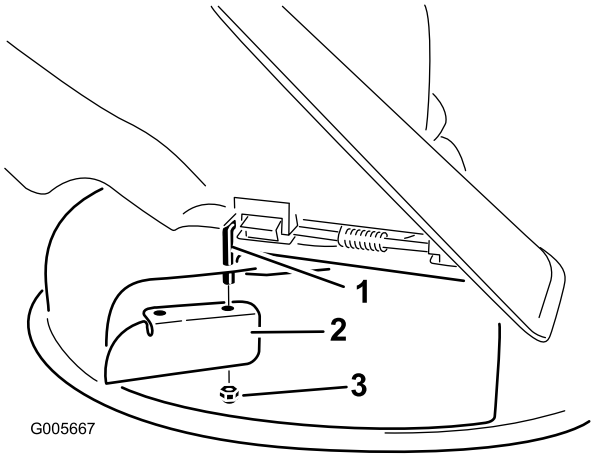

Figuur 23
7. Monteer de keerplaat op de draaistang (Figuur 23).
3. Verwijder de keerplaat van het maaidek (Figuur 23).